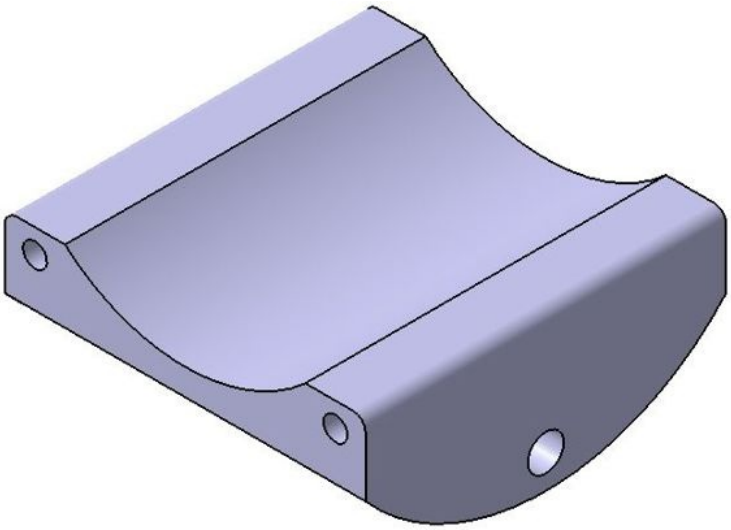
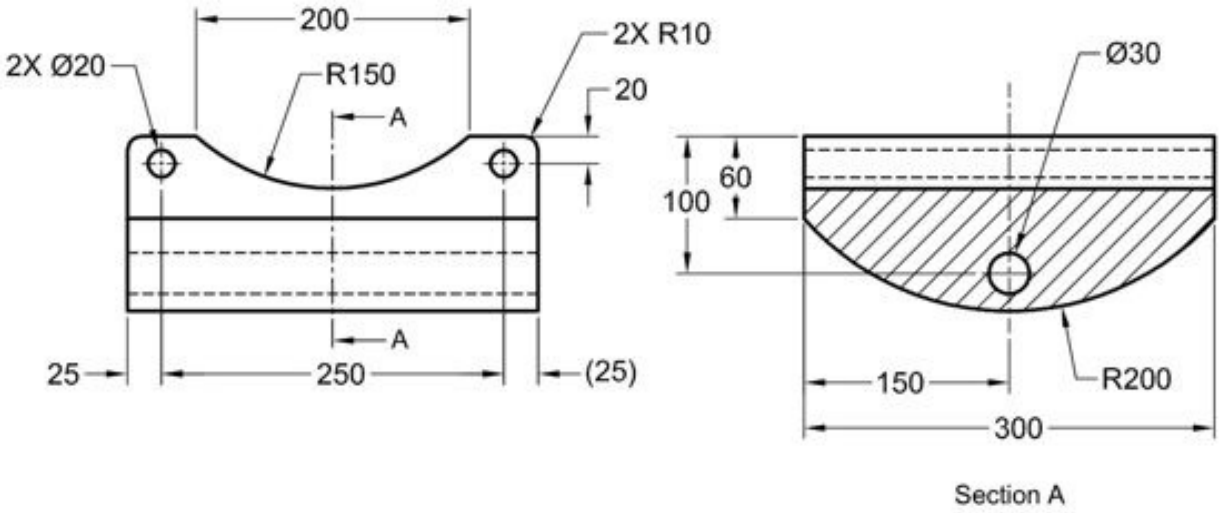
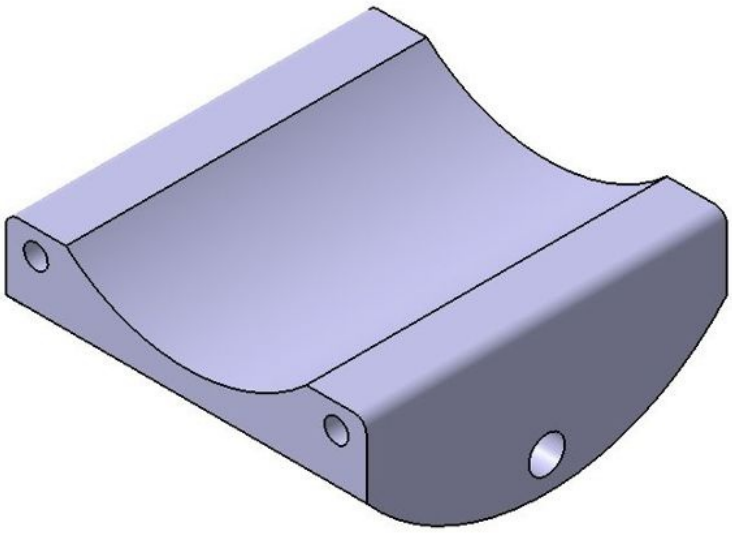

Figure 7-27 *Model of the Bottom Seat for Tutorial 1*
Figure 7-28 *Views and dimensions of the Bottom Seat for Tutorial 1*
Figure 7-34 *The model after creating all the features*
In this tutorial, you will create the model of a Bottom Seat, as shown in Figure 7-27. Its views and dimensions are shown in Figure 7-28. After creating this model, you will perform the following modifications.
c. Fillet the right and left edges of the model, refer to Figure 7-34.
d. Create the hole features on the front and right faces of the model, refer to Figure 7-34.
1. Create the other features using the **Fillet** and **Hole** tools. For dimensions, refer to Figure 7-28. The model after creating all the features is shown in Figure 7-34.